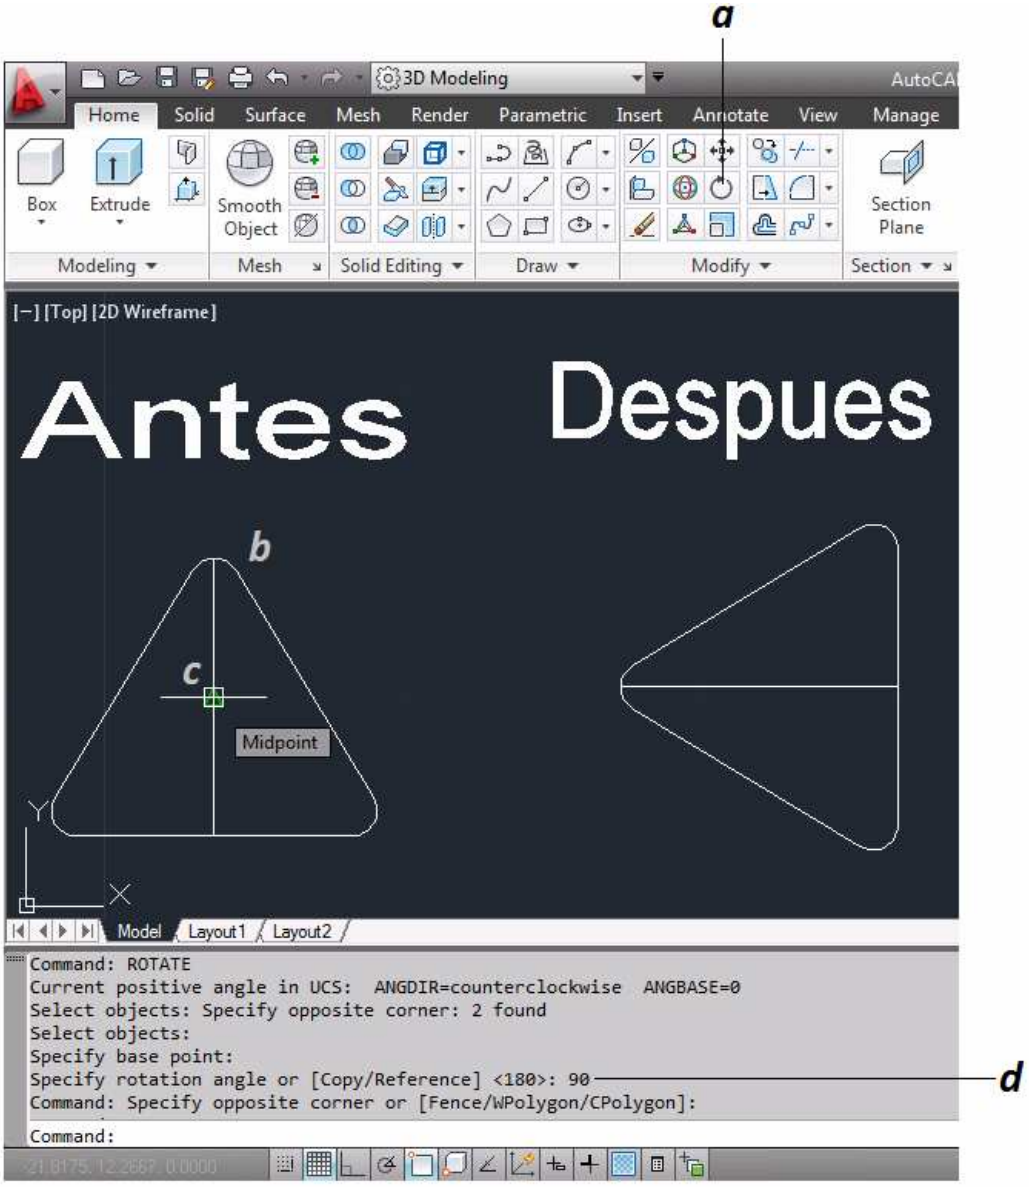

Figura 3.37 Modificacion de Entidades "Girar"
a. Se selecciona el comando Girar *(figura 3.37)*.
b. Se seleccionan las entidades a girar y se da enter *(figura 3.37)*.
c. Se selecciona el punto que servirá como punto de origen de la rotación *(figura 3.37)*.
d. Se selecciona el ángulo que se desea mover el elemento en este caso es 90 *(figura 3.37)*. y se da enter, o en su defecto con el cursor se selecciona el grado de giro deseado.